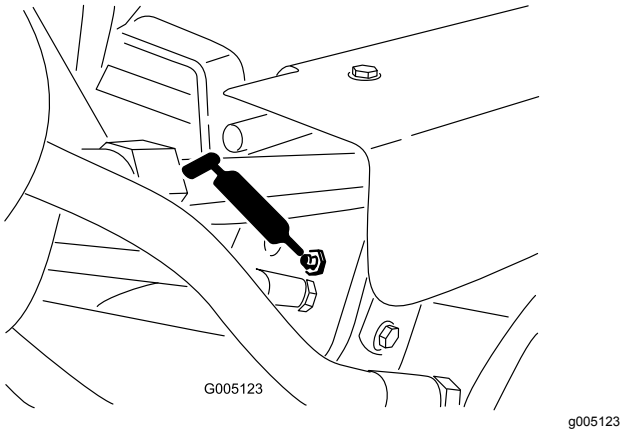

Figuur 36
- Hefcilinders (3) (Figuur 36)